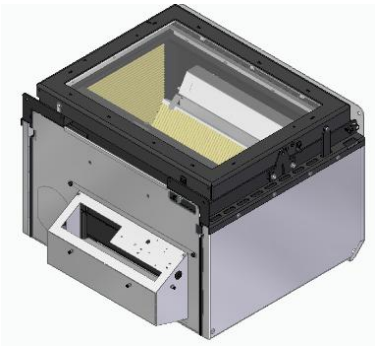

Figura 52 – Fixação do kit de ventilação opcional
b. Para fixar o kit de ventilação por baixo do equipamento, no fundo, conforme mostra a imagem, ver Figura 52.